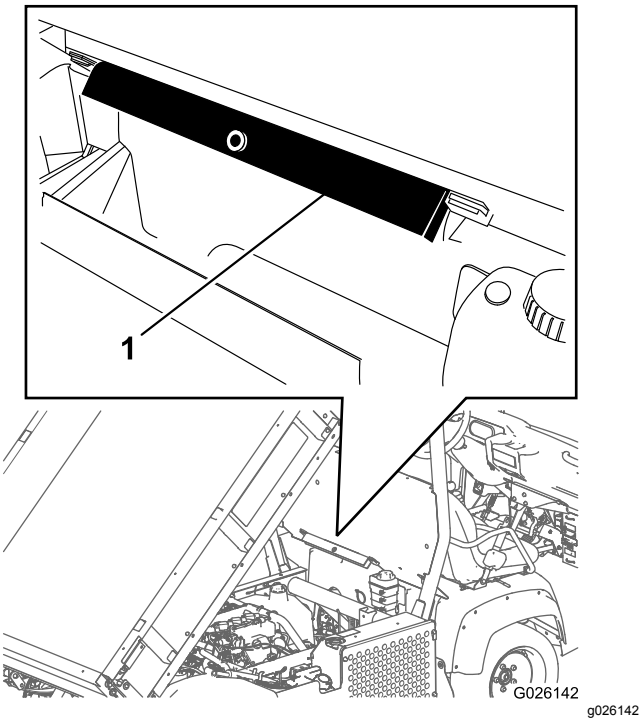

Figur 28
2. Fjern støtten til planet fra lagringsbrakettene på baksiden av veltebøylepanelet (Figur 28).